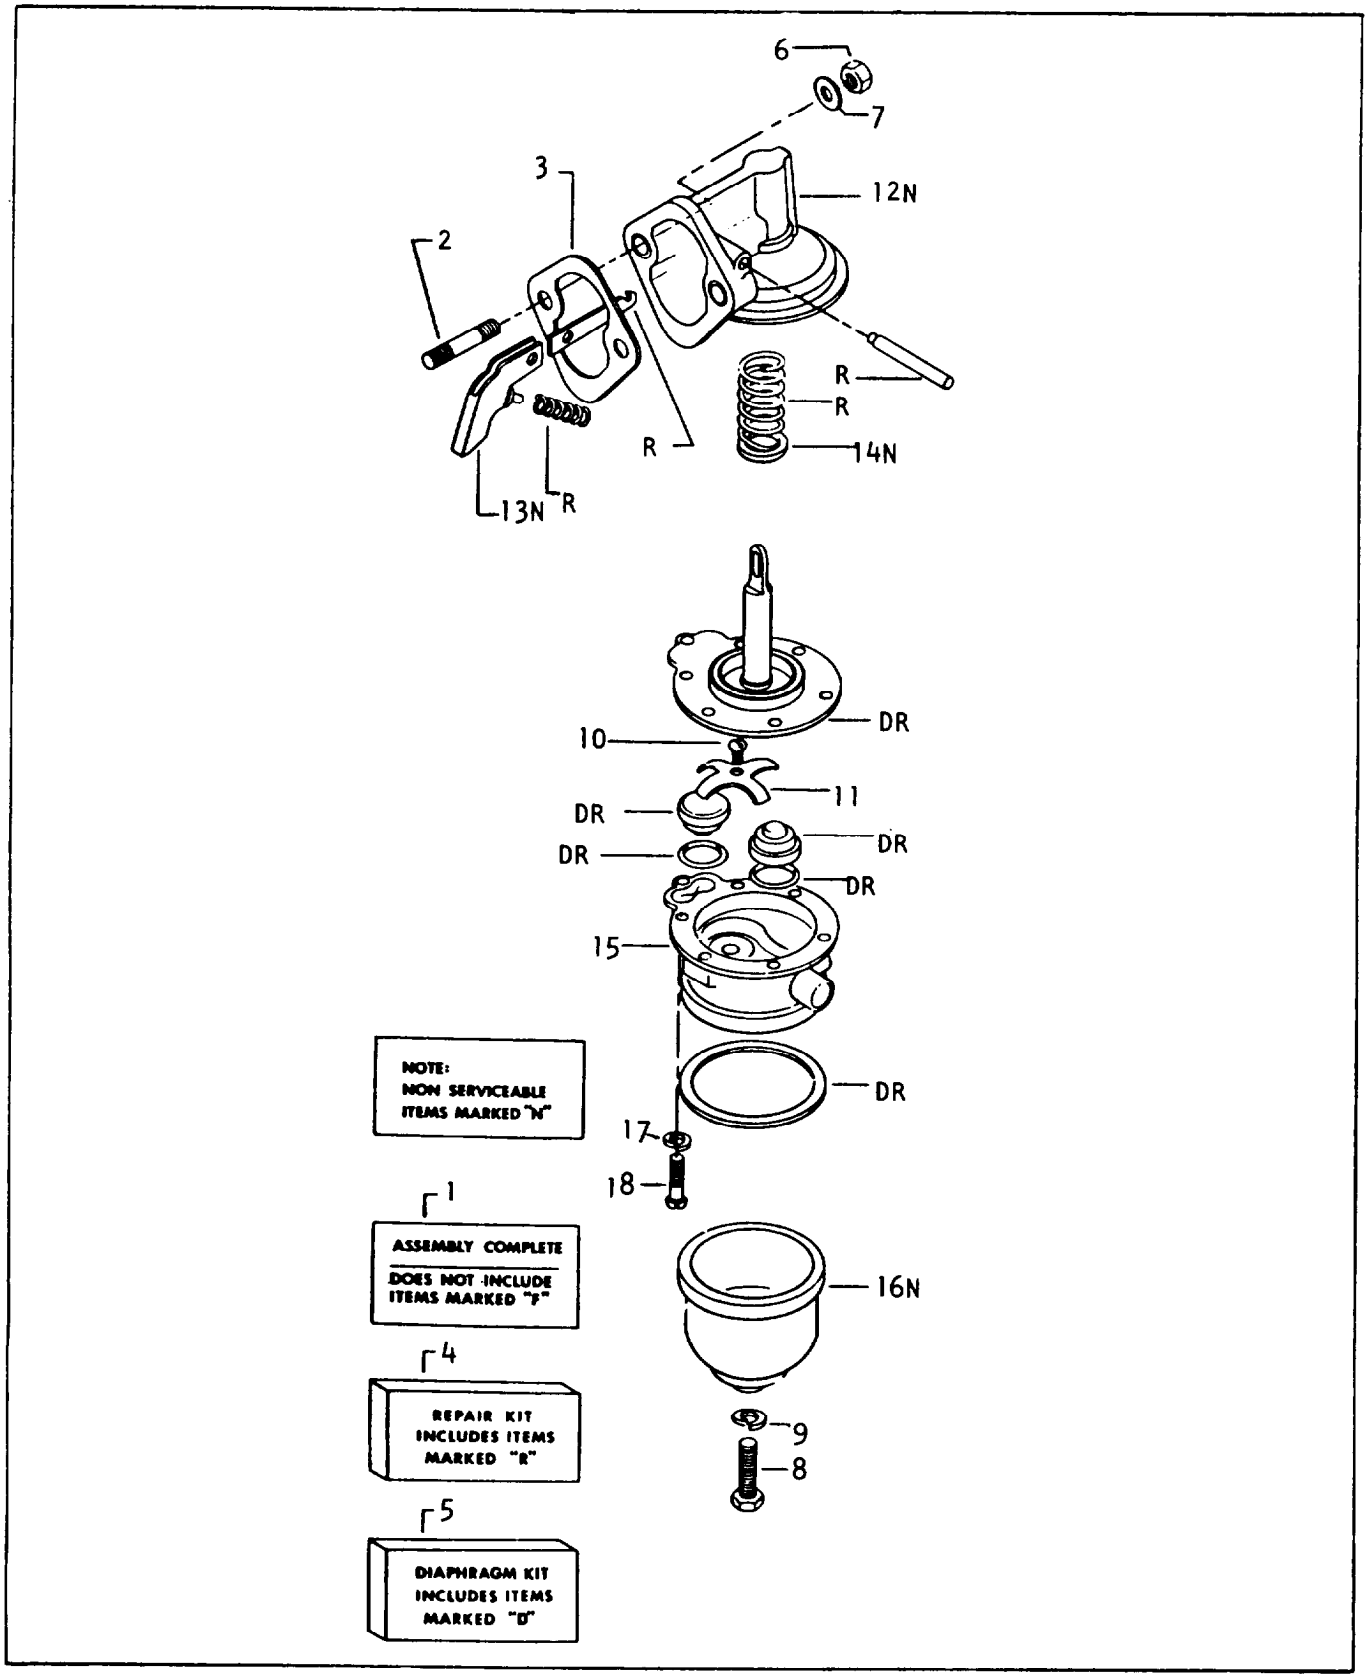

Figure 5-83. Fuel Pump
LEGEND FOR FIGURE 5-83
a. Refer to figure 5-83 for parts identification when disassembling the fuel pump.